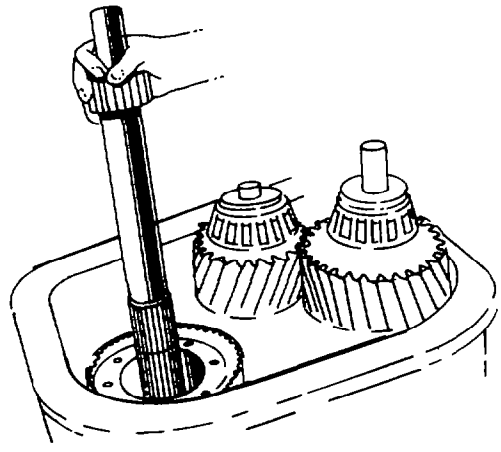

Fig. 251 — Installing Front Drive Shaft
n. Install the front drive shaft in the inner bore of the main drive shaft (see fig. 251).